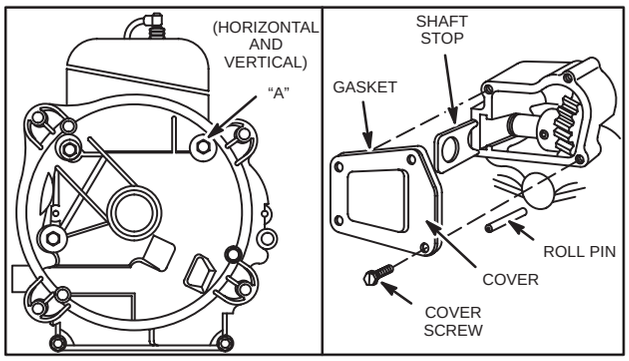

Fig. 345 – SEALANT ON SCREW "A"
3. Install sump and gasket being sure screw "A," Fig. 345 has nonhardening sealant on threads such as Permatex® II.
NOTE: On right angle auxiliary drive power take-off models, screw "A" does not need sealant but the four screws holding the gear sump cover require sealant, Fig. 345.